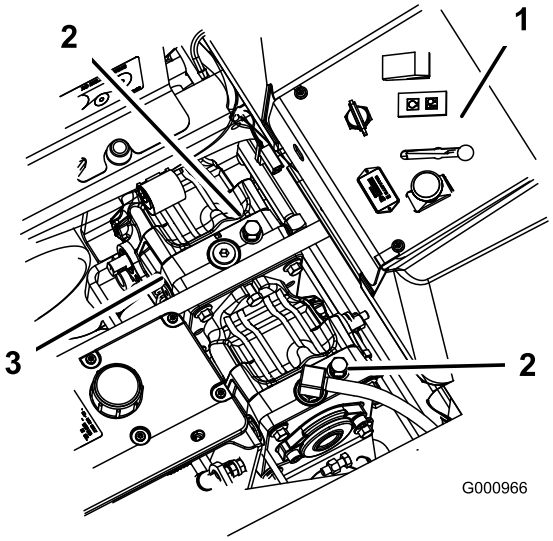

Figur 22
2. Drej omløbsventilerne en omgang mod uret for at skubbe. Derved får hydraulikvæsken mulighed for at løbe uden om pumpen, hvilket gør hjulene i stand til at dreje (Figur 22).
Drej omløbsventilerne en omgang med uret for at betjene maskinen (Figur 22).